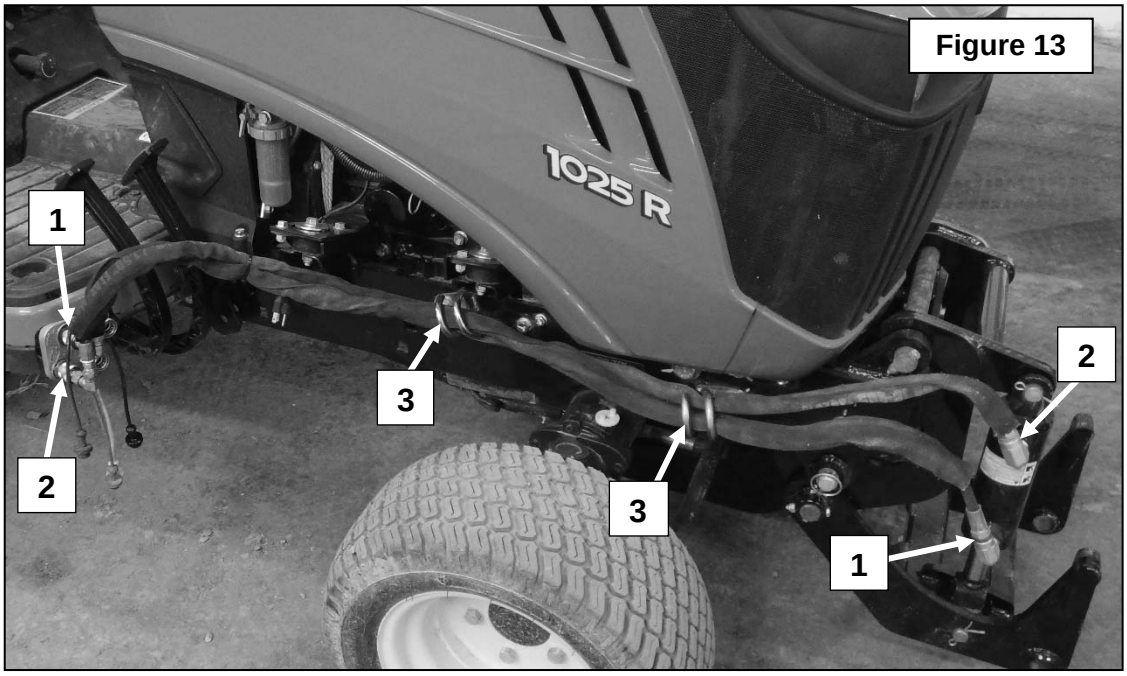

Figure 13
1. Gather all the items listed in the table of figure 13.
2. **Figure 13:** Insert the hoses (items 1-2) in the two hose supports (item 3). Connect the upper cylinder hose (item 2) to the lower exterior coupler of the tractor valve and the lower cylinder hose (item 1) to the upper exterior coupler of the valve as shown on **figure 13.**